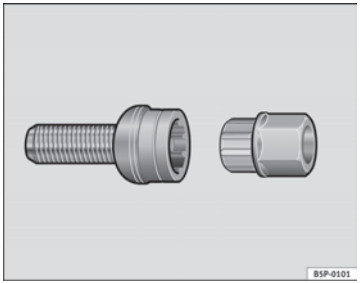

Fig. 142 Tornillo antirrobo de la rueda
– Coloque el adaptador hasta el tope en el tornillo antirrobo de la rueda ⇒ fig. 142.